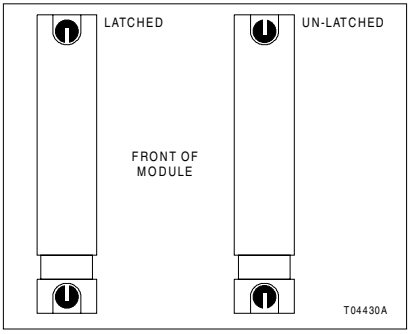

**Figure 3-4. Latched and Un-Latched Positions of Captive Latches**
5. Push and turn the two captive latches on the module faceplate one half turn to the latched position. It is latched when the slots on the latches are vertical and the open ends face the center of the module. Refer to Figure 3-4.